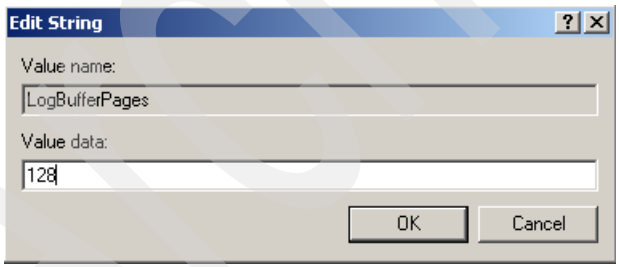

Figure 5-12 Enter value
4. Enter 2048 for the value of LogFilePages, as in Figure 5-12.